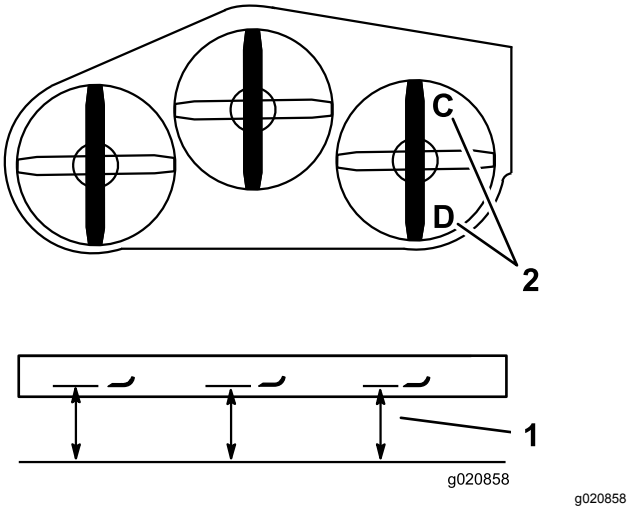

Rysunek 83
1. Ustaw prawe ostrze w osi podłużnej (Rysunek 83).
2. Dokonaj pomiaru prawego ostrza w położeniu **C** od poziomej powierzchni do krawędzi tnącej przy końcówce ostrza i zapisz wynik pomiaru (Rysunek 83).
3. Dokonaj pomiaru prawego ostrza w położeniu **D** od poziomej powierzchni do krawędzi tnącej przy końcówce ostrza i zapisz wynik pomiaru (Rysunek 83).
Informacja: Ostrze kosiarki powinno znajdować się od 6 do 10 mm niżej w położeniu **C** niż w położeniu **D** (Rysunek 83). Jeśli tak nie jest, wykonaj poniższe kroki.
2. Ustaw prawe ostrze w osi podłużnej (Rysunek 83).